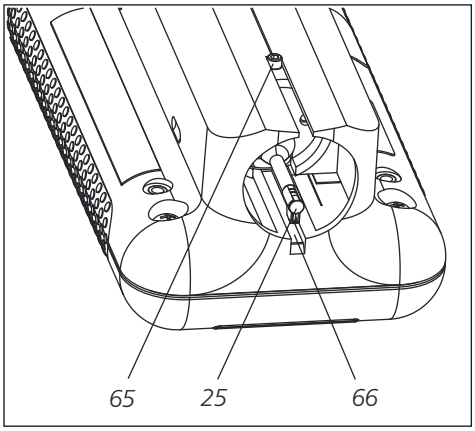

Fig. 14
- Push the drive unit forward out of the housing, turn it 180° to the right (stylus tip points upwards) and pull it back into the housing (guide pin engages with guide groove) until the rear lock-in position is reached. Then turn the drive unit over to its top side *(see Fig. 14)*.